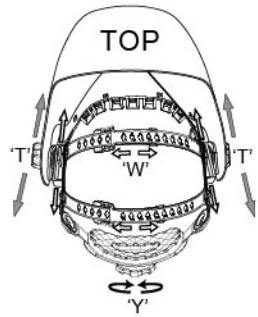

рис.4
Длину окружности оголовья можно увеличить или уменьшить, вращая ручку с нажатием на затылочной части оголовья (см. «Y» на рис.4). Это можно сделать не снимая маски и позволяет получить натяжение, необходимое для надежной фиксации сварочной маски на голове.
• Если наголовник сидит на голове слишком высоко или слишком низко, отрегулируйте ремень, который проходит через макушку. Для этого ослабьте конец ремня, выдавив стопорный штифт из отверстия в ремне. Переместите две части ремня относительно друг друга на требуемую длину и вставьте стопорный штифт в ближайшее отверстие (см.W рис.4).
Шаг 1: Ослабьте гайку фиксатор (см. “T” на рис.4), и двигайте маску к или от вашего лица. Убедитесь, что расстояние между обоими глазами и светофильтром одинаковые, чтобы избежать неравномерного затемнения светофильтра.